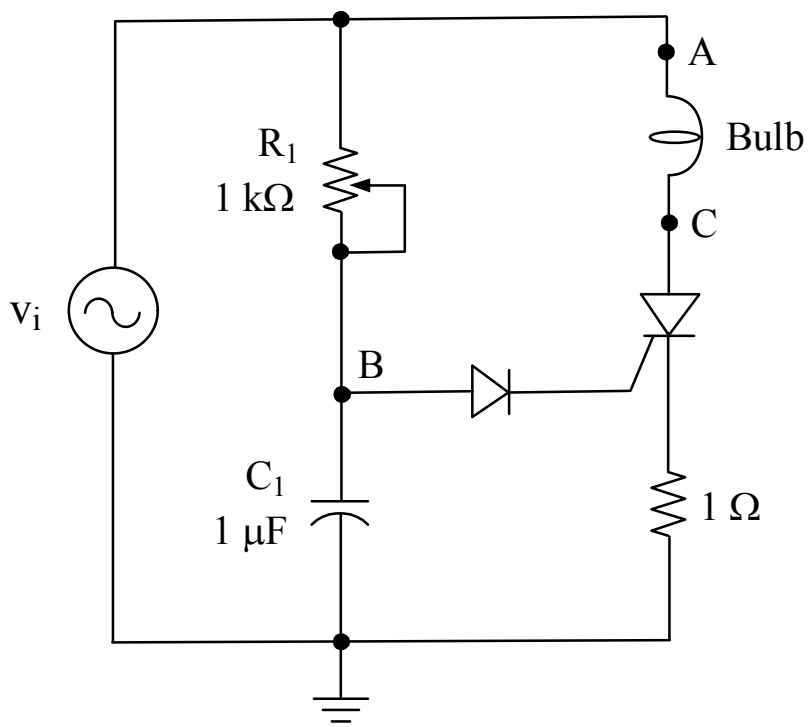

Figure 2
1. Construct the circuit as in Figure 2. $V_{in} = 6\ V_p$.